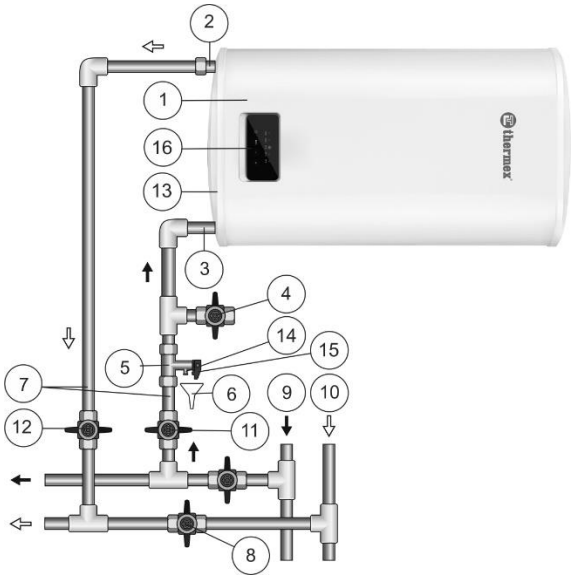

Рисунок 2. Схема подключения ЭВН к водопроводу в горизонтальном положении
- В горизонтальном положении в соответствии с Рис. 2 с выходом патрубков слева